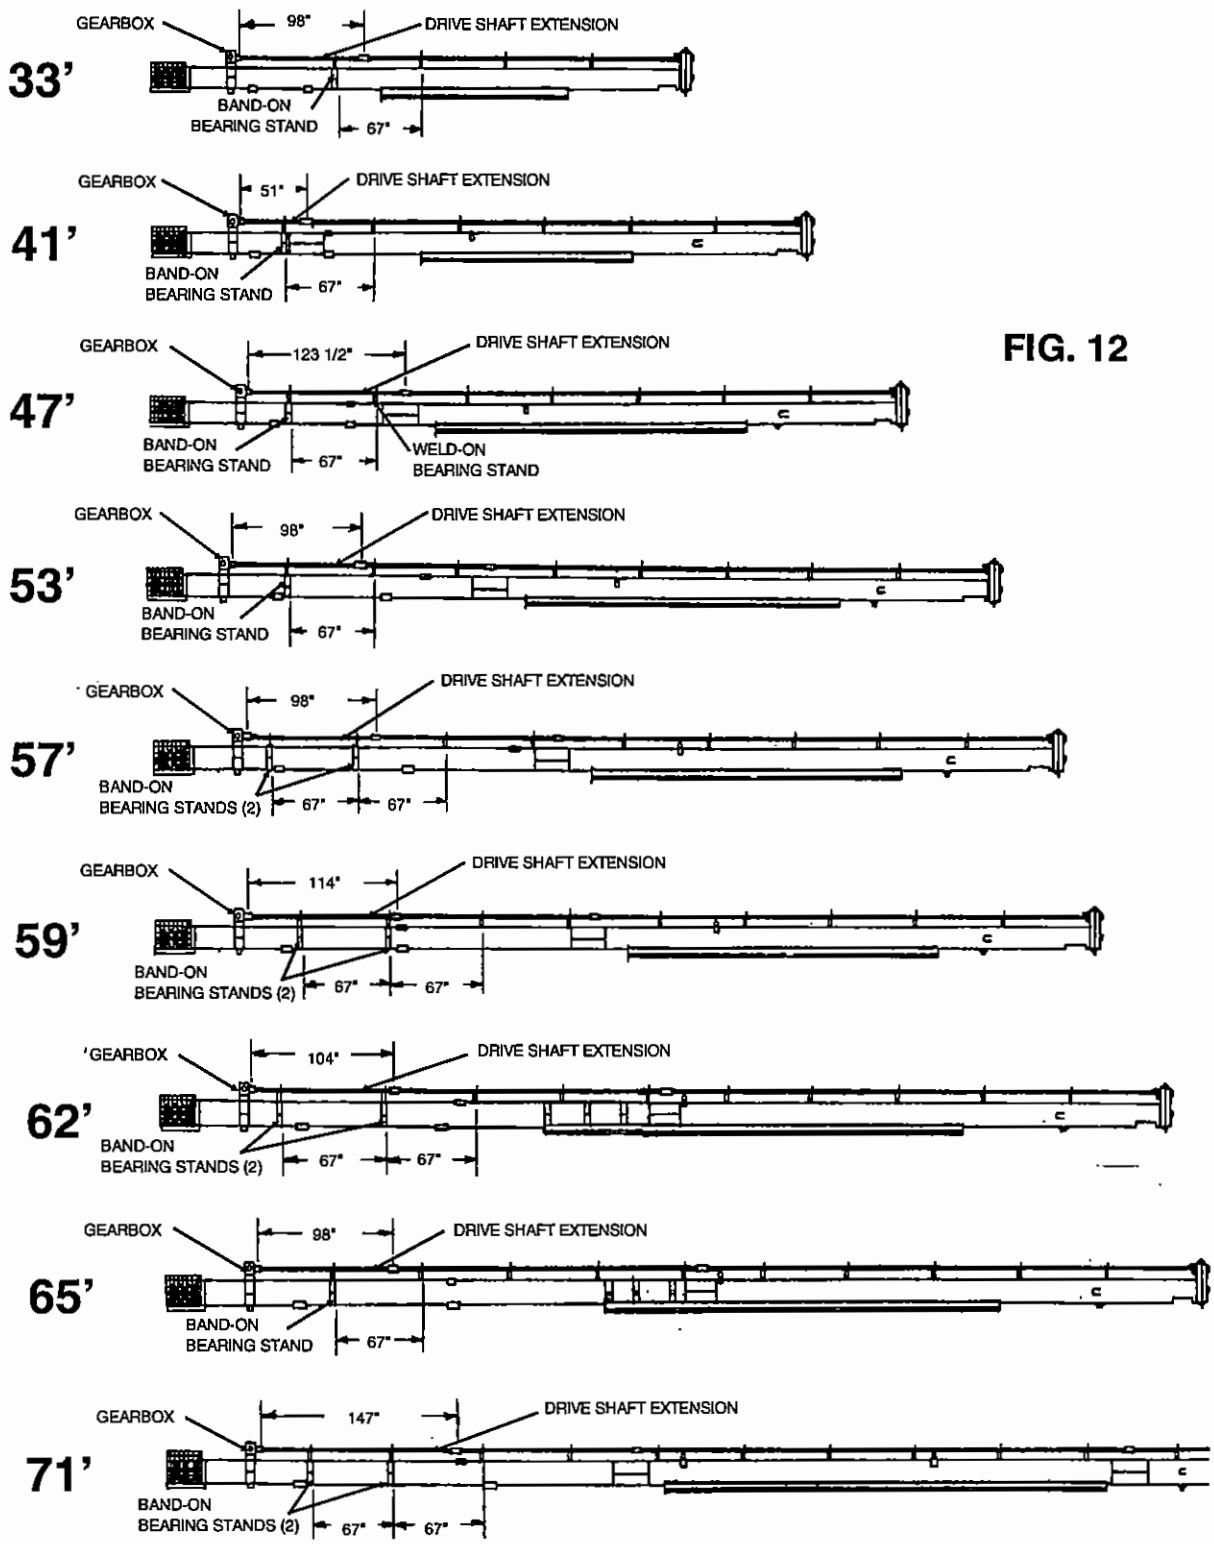

FIG. 12
Step 2. Slide bearing stands onto extension drive shaft. Attach extension drive shaft to auger drive shaft using a coupler and two 1/4" x 1 1/2" square keys. See Fig. 12 on page 19 for correct band-on bearing stand spacing. Fasten band-on bearing stand in place, using half bands and two 5/16" x 1 1/2" (grade 5) hex head capscrews and nuts. Tighten two bearing setscrews to lock bearing to extension drive shaft.